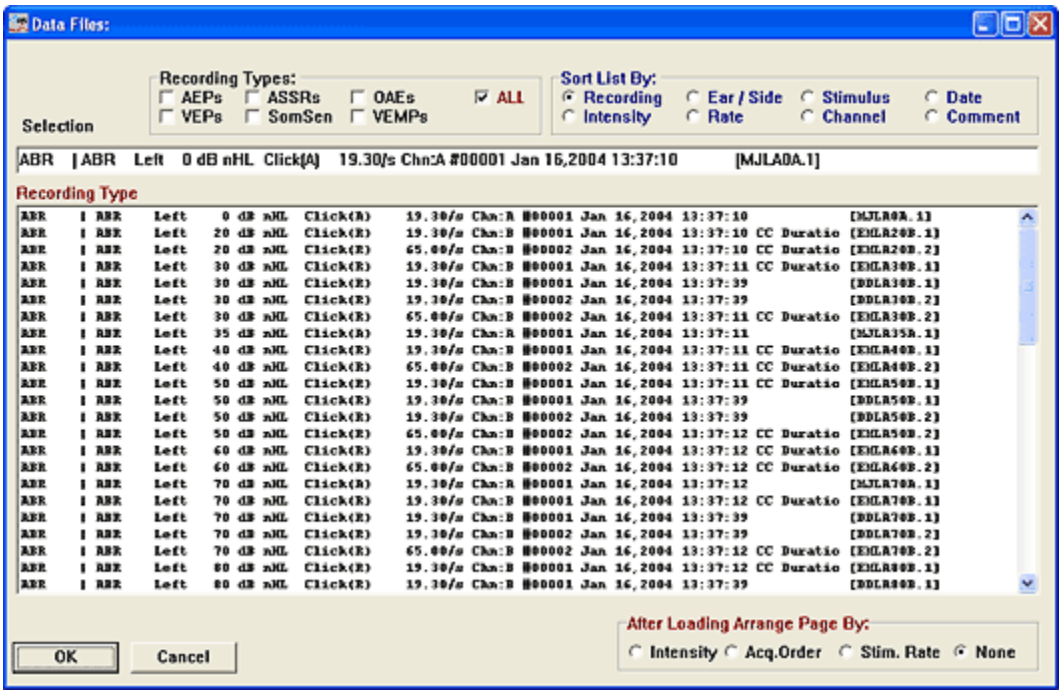

Figure 7 – File List Window
1. From the SmartEP Main menu, click on **Data > Load File,** or click on the Load File button from the quick bar. A listing will appear displaying all the available protocol files for the current patient. See Figure 7.